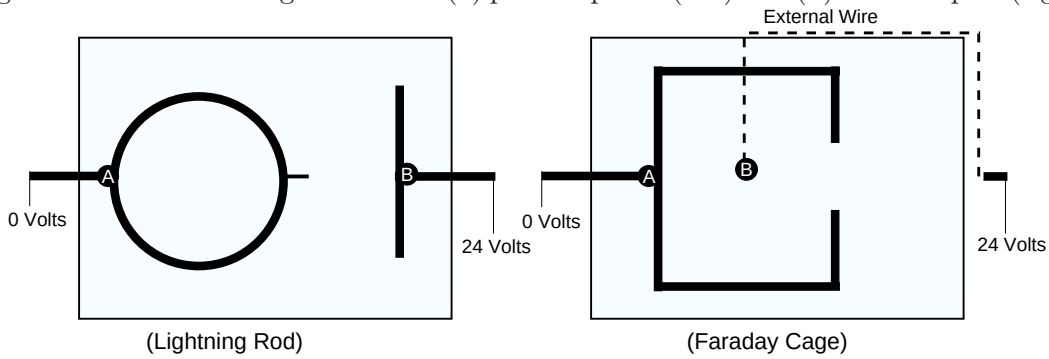

Figure 4: Two other electrode configurations, (a) ligthning rod, (b) Faraday Cage.
3. Where in Fig. 4(a) do you expect the electric field strength to be strongest? Weakest? Why do experts recommend that if you are caught outside during a thunder shower and cannot obtain shelter that you find a low spot, and curl up your body, while standing on one foot if possible? Note: there are three effects here, two from shape and the other from size, arising from the fact that lightning is caused by excessive electric fields ($> 5000\,\mathrm{V/cm}$), and that currents flow through the paths of least resistance.
4. For Fig. 4(b) do you expect there to be appreciable electric field strength outside the confines of the box? If using the web-version of the lab manual click below on the virtual Faraday Cage demo to study this configuration in more detail.